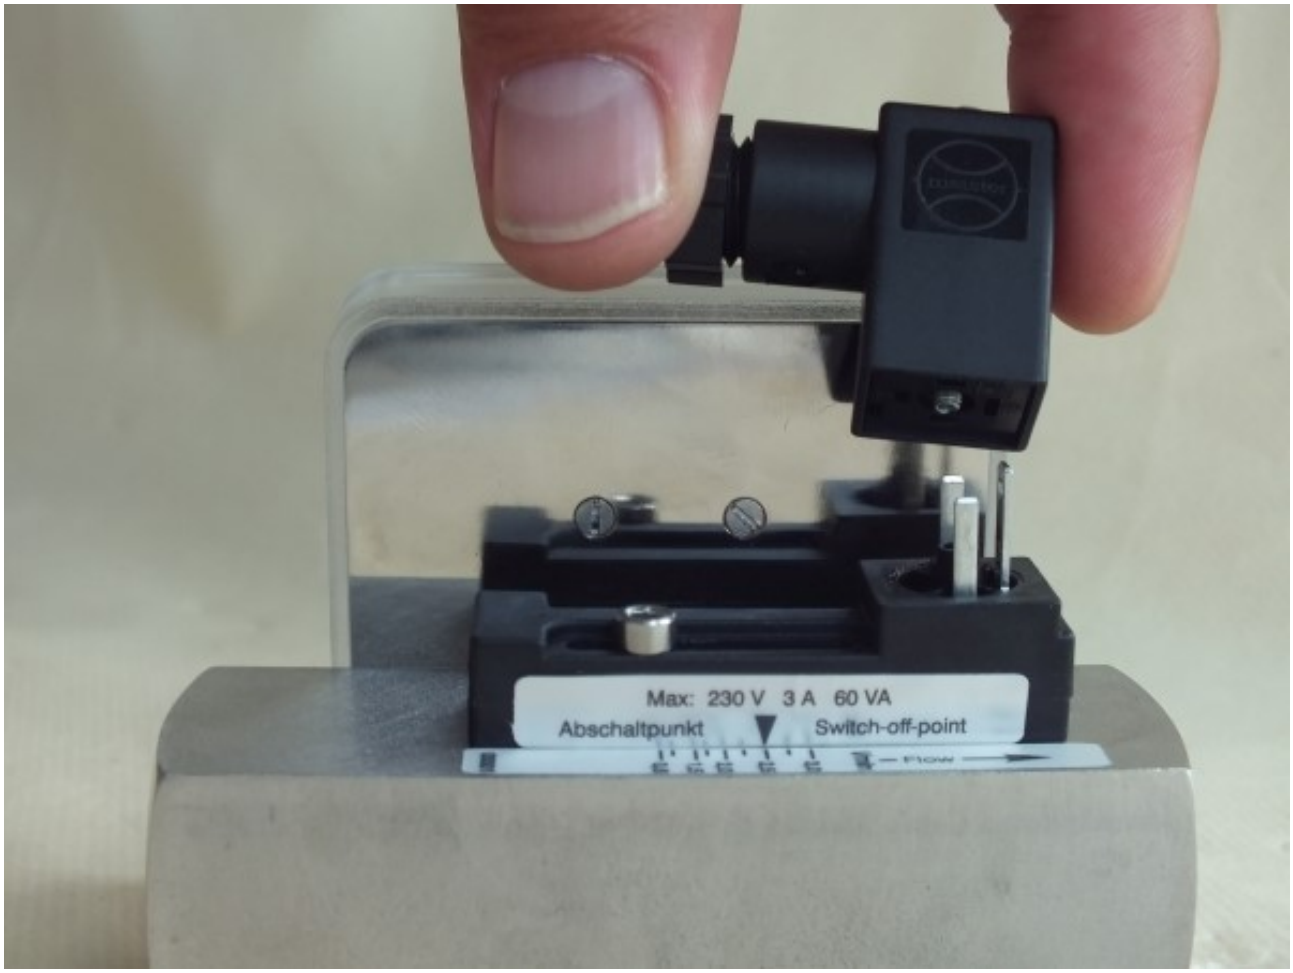

Fig. 68: Remove female socket
2. Remove the female socket and gasket (*Fig. 68*) by pulling upwards.